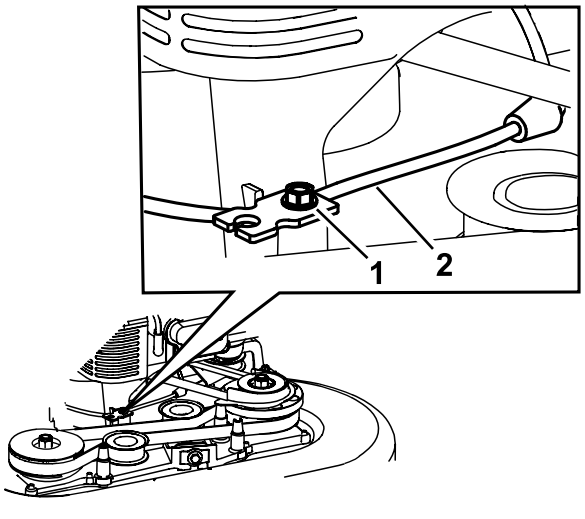

**Figure 43**
5. Desserrez la vis du serre-câble (Figure 43).